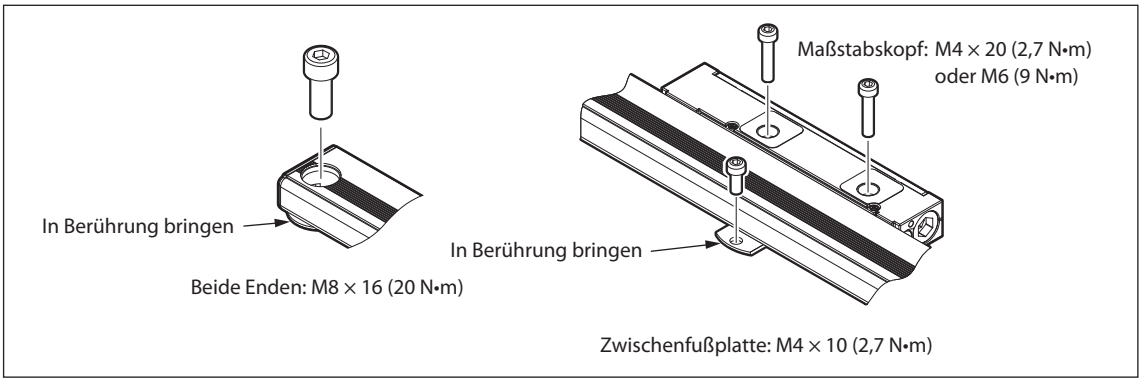

Abb. 3-3
- Ziehen Sie die Befestigungsschrauben zunächst provisorisch an. Legen Sie die Ausrichtung fest, und ziehen Sie dann die Schrauben zur Befestigung des Maßstabs an. (Abb. 3-3)